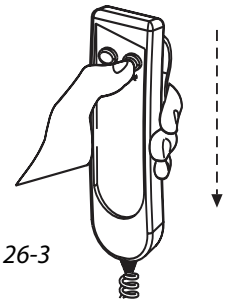

Figure 26-3
8. Press the DOWN button until the lift's tower has moved out of the vehicle. *[Figure 26-3]*